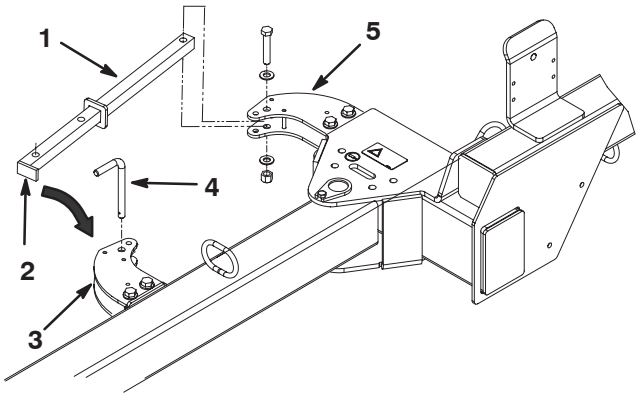

**Figure 4**
2. Insérez l'extrémité de la languette soudée du bras de commande entre les goupilles soudées de la languette de commande avant (Fig. 4).
3. Fixez le bras de commande à la languette de commande avant avec une goupille (Fig. 4).
4. Insérez l'extrémité arrière du bras de commande dans la languette arrière tout en alignant les trous de montage (Fig. 4).
5. Fixez le bras de commande à la languette de commande au moyen d'une vis 1/2–13 x 2–3/4 pouce, (2) rondelles plates 0,531 x 0,063 flat et un contre-écrou 1/2–13. Positionnez les composants comme illustré à la Figure 4.